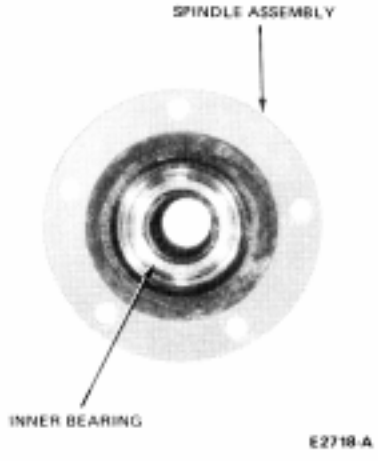

FIG. 10 Spindle Lubrication
12. Install the backing plate, lubricate the spindle using C1AZ-19590-B lubricant or equivalent (see Fig. 10), install the spindle, and torque the retaining screws to 30-40 ft-lb.